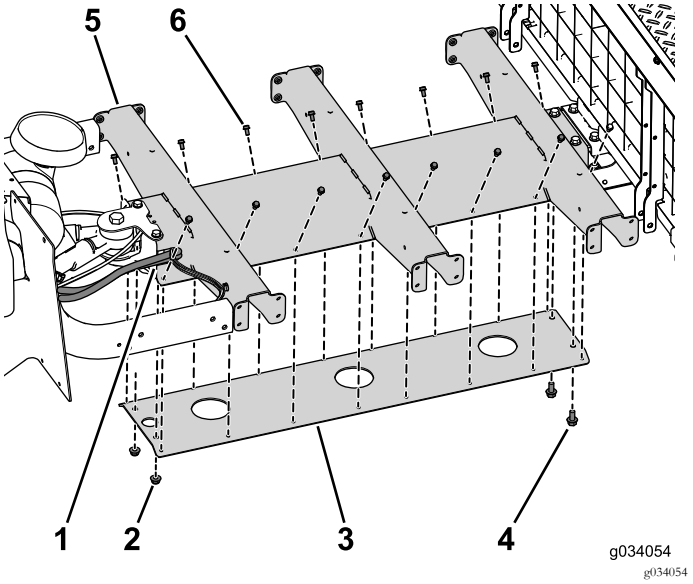

Figur 30
1. Montera plattformsstödet löst på mittkanalen med fyra skruvar (5/16 x 3/4 tum) (Figur 30).